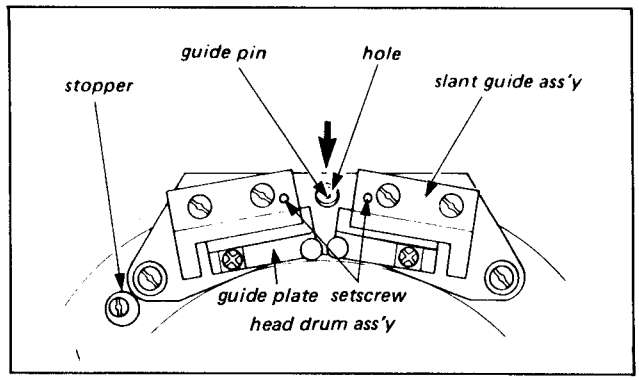

Fig. 5-3. Replacement slant guide ass'y (power off mode)
Note: If only slant guide assembly will be removed or replaced, the stopper showned in Fig. 5-3 should not be moved. After replacement, check and adjust following the flowchart in Section 10.
2. Remove the two, screws securing the slant guide shown in Fig. 5-3.
6. Clean the tape guide of slant guide assembly removed in step 2 and loosen two setscrews shown in Fig. 5-3. Then place the slant guide assembly so that the reference hole at the center of the slant guide assembly aligns with the hole on the lower drum flange surface of the head drum assembly.